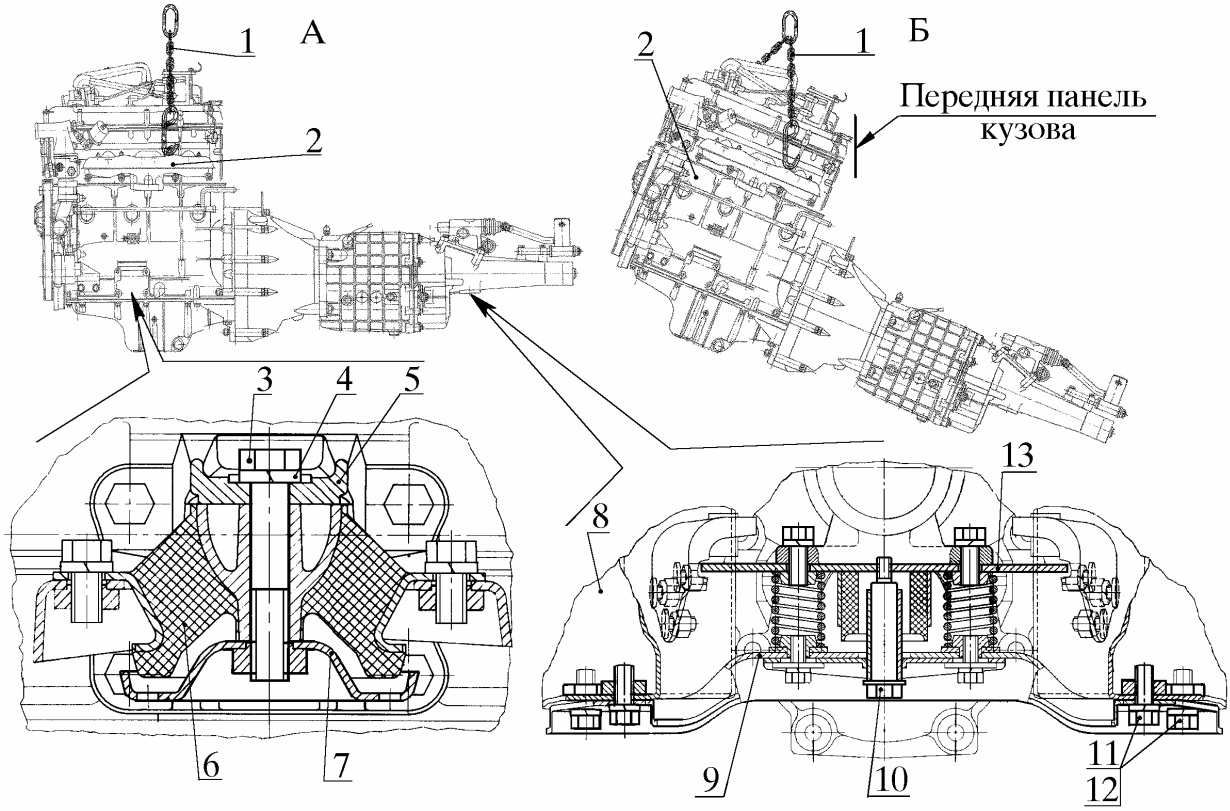

Рис. 26. Снятие двигателя в сборе с автомобиля:
4.25.1. Застропить двигатель 2 (рис. 26) за задний кронштейн подъема двигателя, натянуть трос тали
4.25.3. Ввинтить болт 10 технологический в пластину 13 верхнюю задней опоры двигателя, как показано на рис. 26